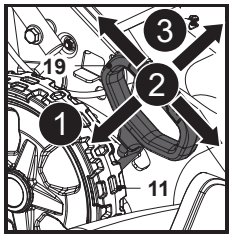

Fig. 11
1. Tire de la palanca de ajuste de la altura de corte (19) hacia la rueda trasera (11) (Fig. 11, paso 1).
2. Mueva la palanca (19) hacia adelante o hacia atrás para ajustar la altura de corte (Fig. 11, paso 2).
3. Suelte la palanca (19) y asegúrese de que se acople adecuadamente en su ranura (Fig. 11, paso 3).